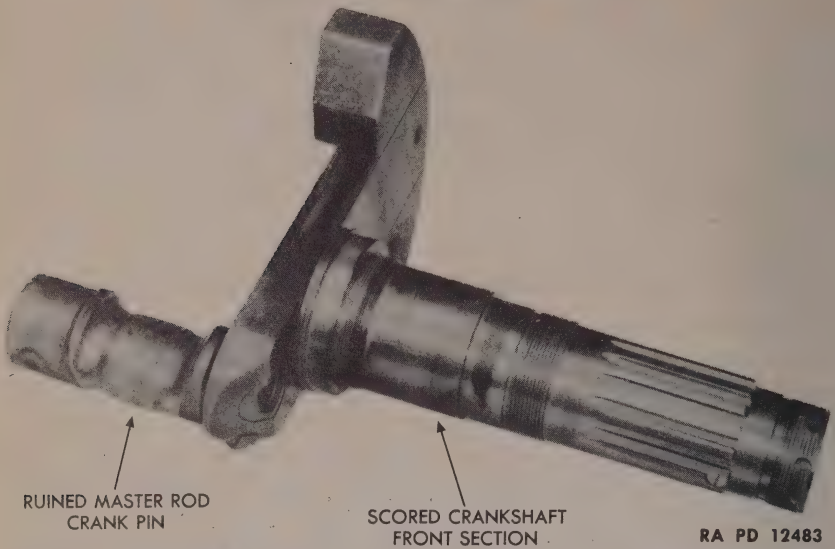

Figure 47—Master Rod Crank Pin Ruined by Overheating and Lack of Lubrication
(1) The three engine parts illustrated in figures 47, 48, and 49 show clearly the extent to which an engine can be irreparably damaged by lack of alertness on the part of the driver or the crew. For purposes of comparison, a set of undamaged parts are shown in figure 50. Although the
(2) The crankshaft in figure 47 shows how the master rod crankpin was nearly melted away. The front section of the shaft also was seriously scored and worn.